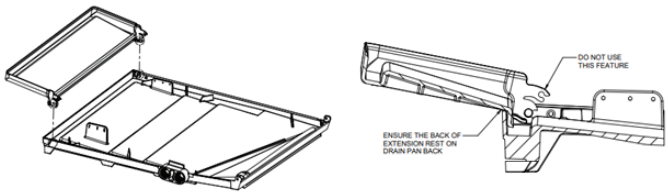

Figure 5A
1. A drain pan extension is shipped with coil in the accessory kit box (Figure 5A). This extension is to be used only for horizontal left application used only for higher than normal humid application. **During horizontal right application, this drain pan extension is not required** (There are accessories recommended for horizontal right application, see page 4). This extension will have to be locked in position for proper application.
NOTE: To install drain pan extension, built in duct flanges on the unit casing must be bended in-ward or outward as needed. Remove the drain pan extension from accessory box and from plastic bag. Follow Figures 5A through 5C below to install drain pan extension depending on the installation being performed.